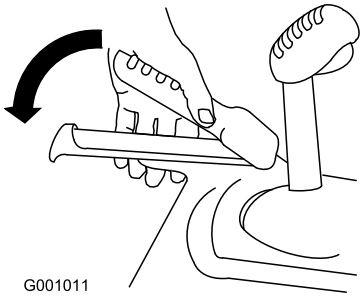

Figur 19
3. Klem den venstre trekkfunksjonsspaken til håndtaket (Figur 19).
6. Klem den venstre trekkfunksjonsspaken til håndtaket (Figur 19).